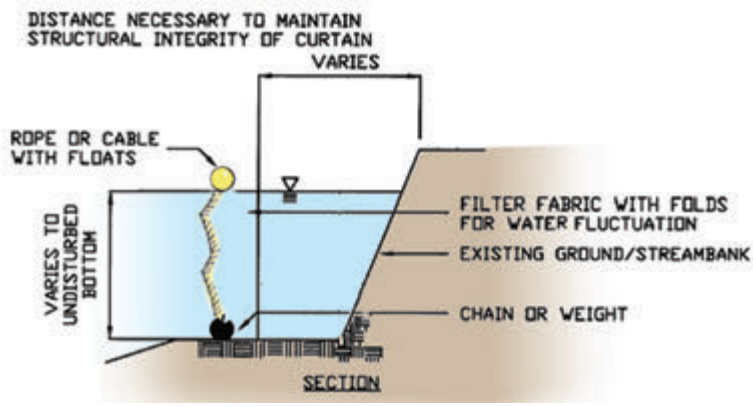

Figure 2.6. Typical turbidity curtain with flotation and anchoring devices.
- Locate around perimeter of construction site and firmly anchor in place. Place shoreline anchors outside of areas to be disturbed by construction equipment (Figure 2.6).